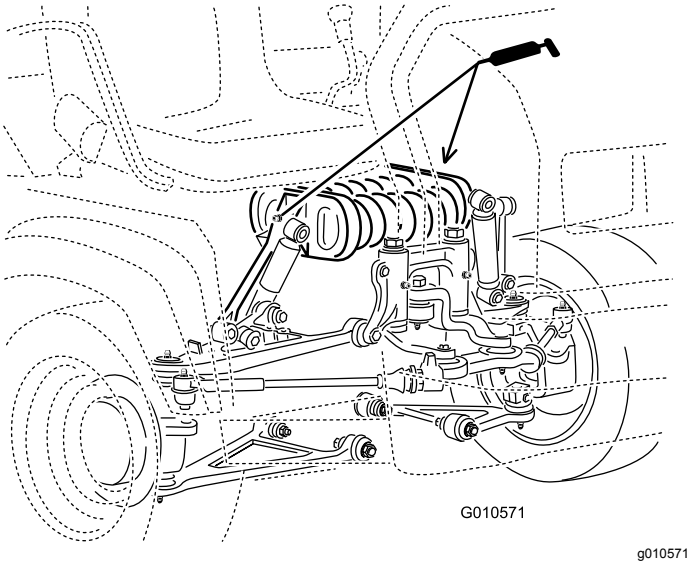

Bild 30
- **Federstangen (2)**, siehe Bild 30